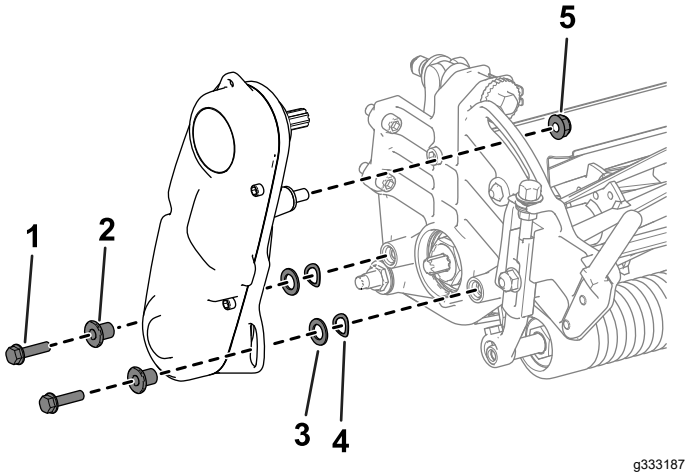

Figur 3
1. Fjern de skruer og møtrikker, der fastgør knivcylinderdrevet til sidepladen (Figur 3).
2. Fjern knivcylinderdrevet, de flade spændeskiver, fjederskiverne og afstandsbøsningerne fra sidepladen (Figur 3).